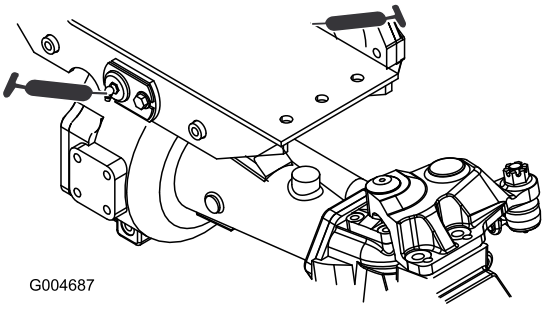

Figuur 36
- Lagerbussen van draaipunt van voor- en achteras (2) (Figuur 36)